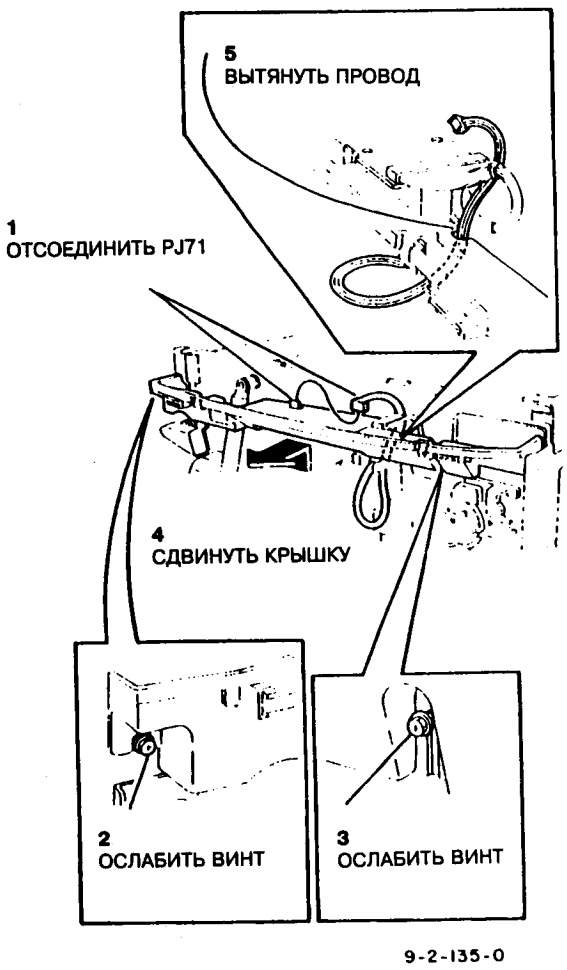

Рис.1 Отсоединение разъемов
5. Отсоединить разъем PJ71 от PWB APS, ослабить винты, крепящие внутреннюю крышку, сдвинуть крышку, затем вытащить PJ71 (рис.1).